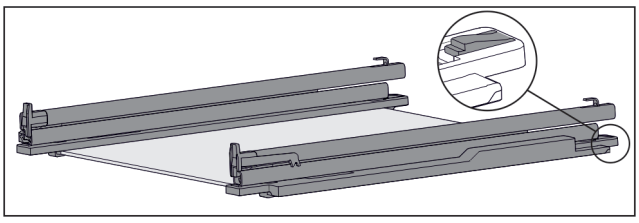

Fig. 155 Glasplaat met rails en vasthouddelen
- ▶ Vasthouddeel achter omlaag duwen (zie Fig. 155) en tegelijk rails naar achteren schuiven.